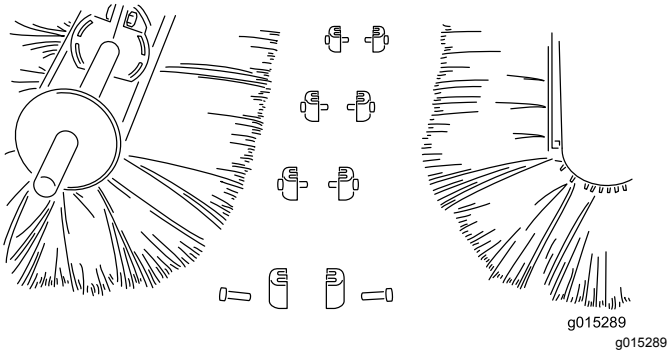

Figura 30
4. Separe a metade da escova e elimine a(s) secção(ões) danificada(s) (Figura 30).